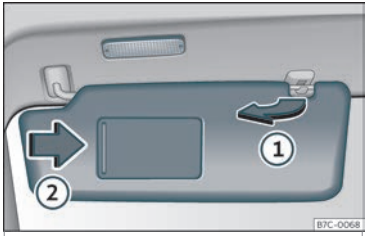

Fig. 96 Parasol.
- O parasol pode sacarse da fixación e xirarse cara á porta ››› **fig. 96** ①.